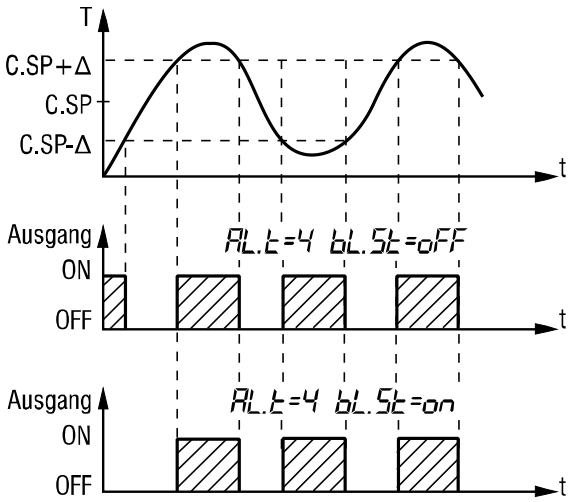

Abb. 6.9 Option „Alarm beim Start ignorieren“
1. Wenn eine Logikeinheit im Modus " Alarm außerhalb Grenzen" verwendet ist, kann es sinnvoll sein, den ersten Alarm zu sperren, da der gesteuerte Wert beim Start am wahrscheinlichsten nicht im gültigen Bereich liegt. Um die Option zu verwenden, setzen Sie den Parameter **bL.St** „Alarm beim Start ignorieren“ (Gruppe PL-2) auf ON. Die Zeitdiagramme für diese Option sind in Abb. 6.9 dargestellt.